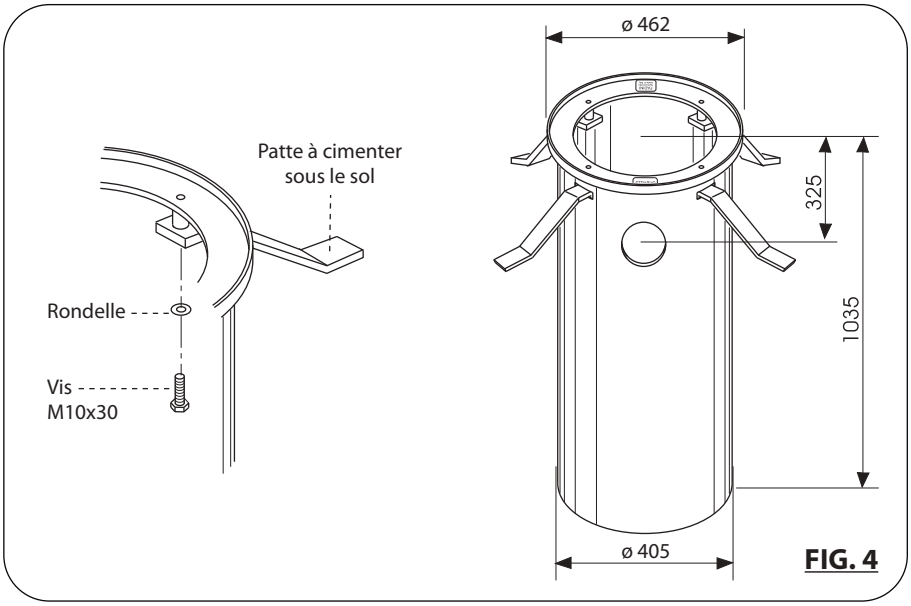

FIG. 4
- La première opération à faire est d'introduire les **pattes** à cimenter dans les fentes du **Coffrage perdu** en les fixant avec les vis fournies (Fig. 4).